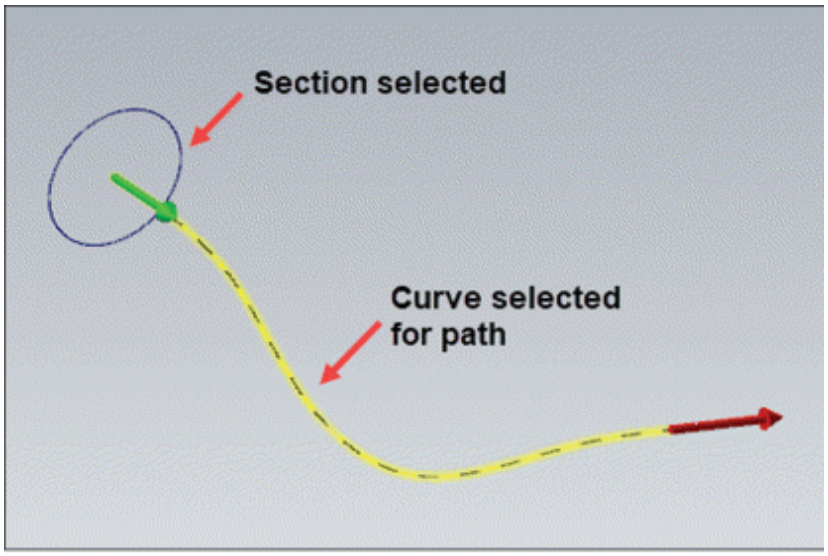

Figure-21. Selecting curves for sweep feature
- Select desired section to be swept along the contour; refer to Figure-21 and click on the **OK** button from the **Wireframe Chaining** selection box. You will be asked to select the path curve for sweep.